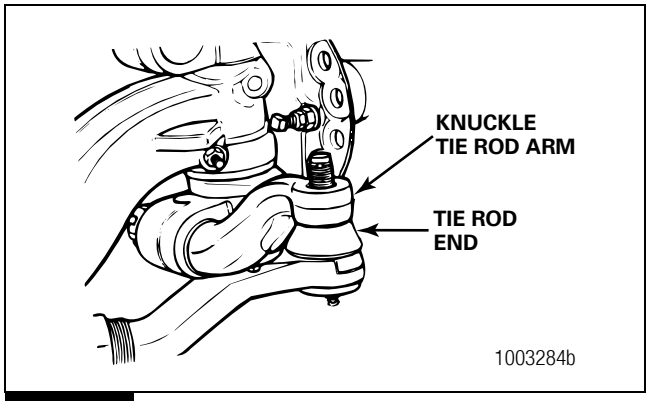

Figure 6.40
1. Press the key into the slot in the arm. Install the tie rod arm into the knuckle. Figure 6.40.